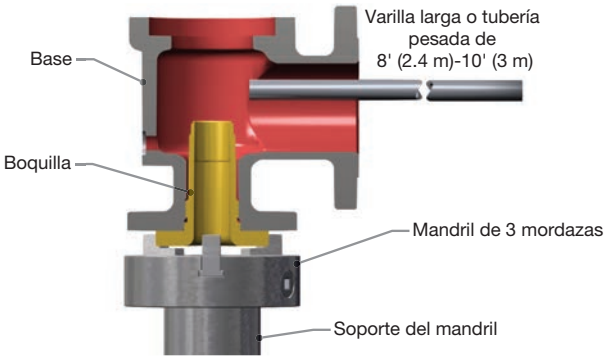

Figura 19: Aflojar la boquilla de la base
- 18. Con un portabrocas de tres o cuatro mordazas soldado verticalmente a un soporte atornillado a un piso de concreto, sujete la boquilla (2) en el portabrocas y rompa el cuerpo con una varilla o tubería pesada (consulte la Figura 19).